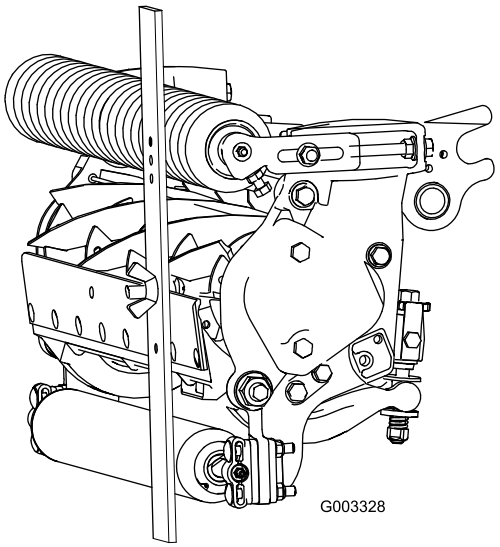

**Figur 17**
3. Hægt skruehovedet på bundknivens æg, og lad den bageste ende af stangen hvile på bagrullen (Figur 17).
4. Drej justeringsskruen, indtil frontrullen rører ved målestangen (Figur 17). Juster begge rullens ender, indtil hele rullen er parallel med bundkniven.